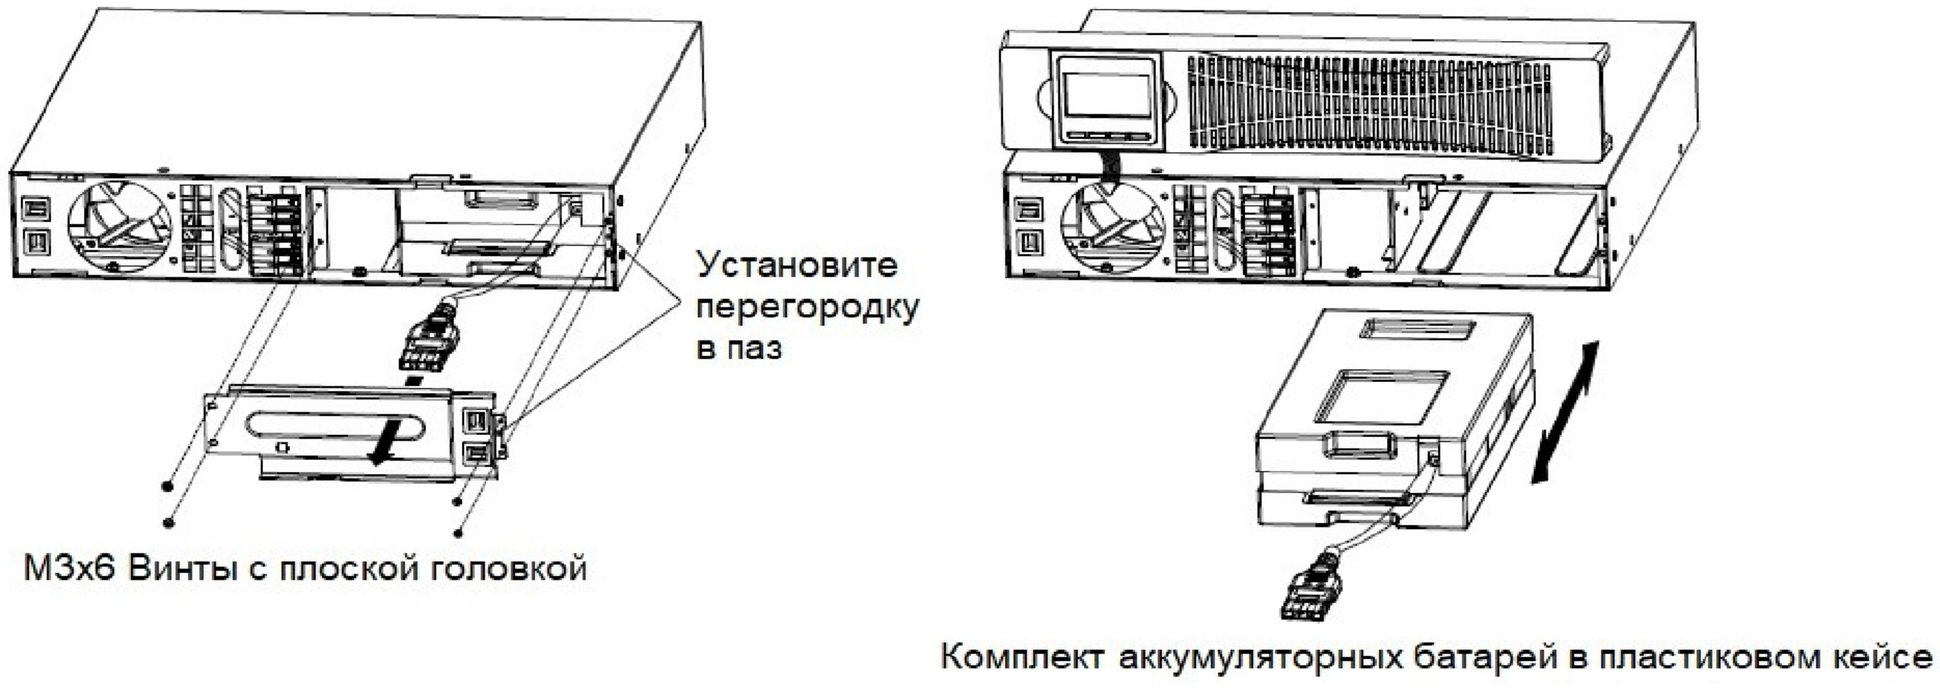

Рис.21 — Замена аккумуляторных батарей в ИБП
2) Отсоедините кабели, соединяющие отсек аккумуляторных батарей ИБП (один комплект батарей) или дополнительного блока батарей (два комплекта батарей). Открутите винты на перегородке отсека аккумуляторных батарей (см. Рис.21), затем извлеките левую или правую перегородки;